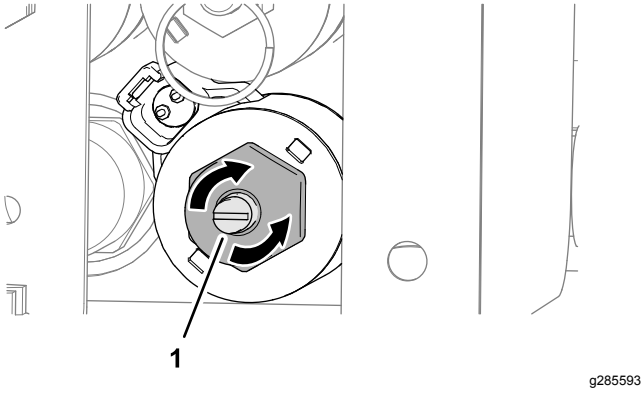

Figur 33
1. Drej sekskantskruen til ventilomgåelsen med uret for at øge transportbåndets hastighed (Figur 33).